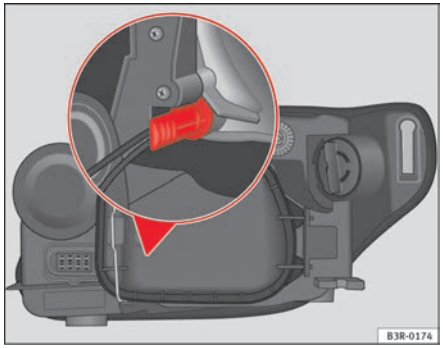

Fig. 209 Side lights. Bulb holder grip in vertical position
- Insert the bulb into the socket so that the side of the bulb holder grip is vertical ⇒ fig. 209 and press on it.